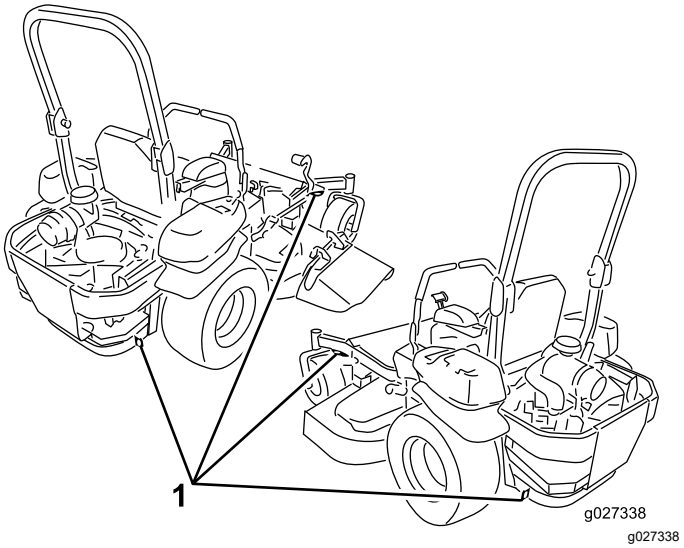

Figuur 41
6. Zet de machine vast bij de voorste zwenkwielen en de achterbumper; gebruik hierbij spanbanden, kettingen, kabels of touwen (Figuur 41). Raadpleeg de lokale vereisten inzake de bevestiging van machines.